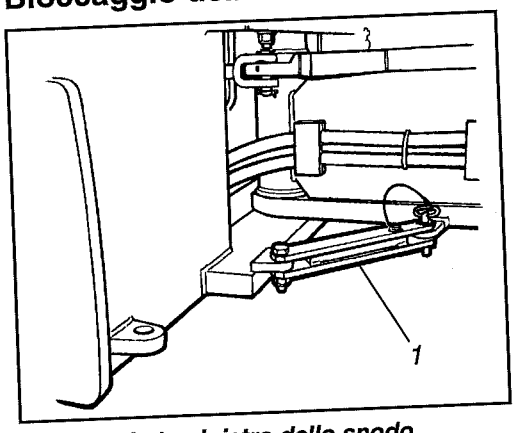

*Fig. 27* ***Lato sinistro dello snodo***
**Prima di sollevare il rullo, bloccarlo per evitarne la torsione, vedi fig. 27. Girare il volante in modo da avere la macchina pronta alla guida in avanti, Abbassare il braccio (1) e infilare la spina di arresto (2) nel telaio anteriore della macchina insieme al braccio di bloccaggio.**
**Controllare il peso della macchina secondo quanto risulta dalla targhetta di sollevamento della macchina (1).**